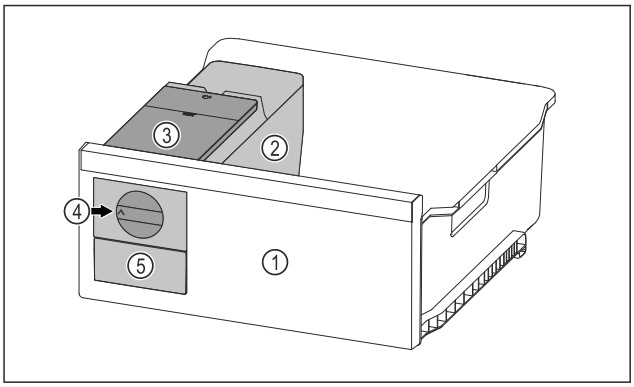

Fig. 109 Примерное изображение
- ▶ Поверните поворотную кнопку *Fig. 109 (4)* по часовой стрелке до упора.
- ▷ Кубики льда упадут из ванночки для кубиков льда в выдвижной ящик для кубиков льда *Fig. 109 (5)*.